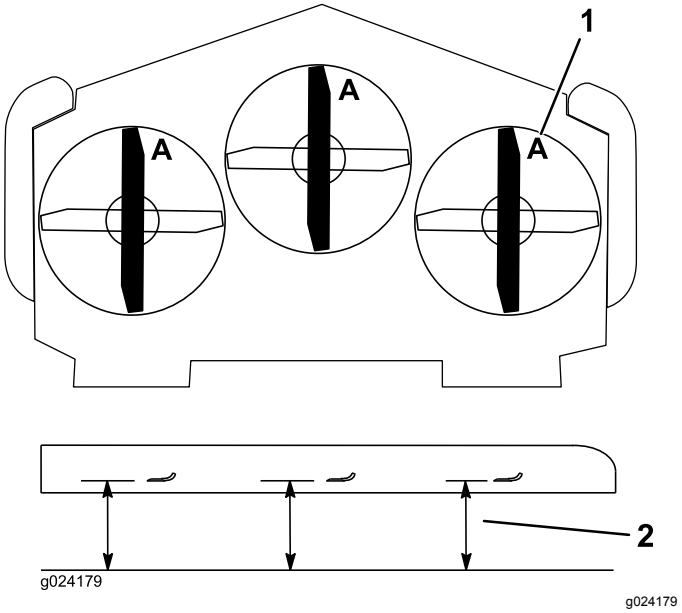

Figuur 90
3. Draai de messen totdat de uiteinden in de lengterichting liggen (Figuur 90).
4. Meet de afstand tussen een horizontaal oppervlak en de snijrand, stand **A**, van de messen (Figuur 90). Noteer deze afstand.